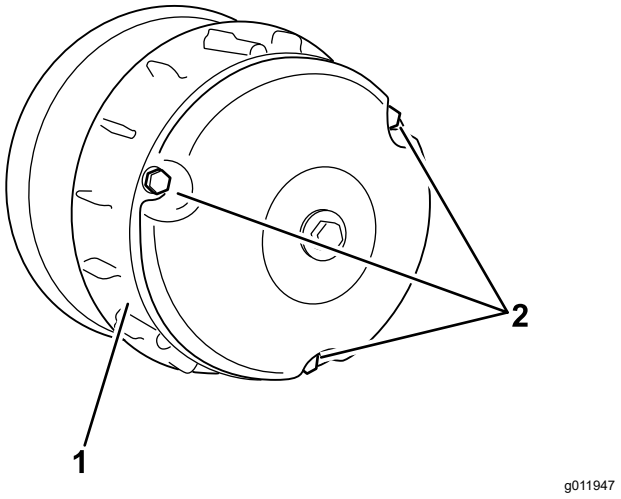

**Figur 66**
2. Lossa de tre skruvarna som fäster kåpan på kopplingen och ta bort kåpan (Figur 66).
4. Montera kopplingskåpan och fäst den med de tre skruvarna (Figur 66) som avlägsnades i 2.